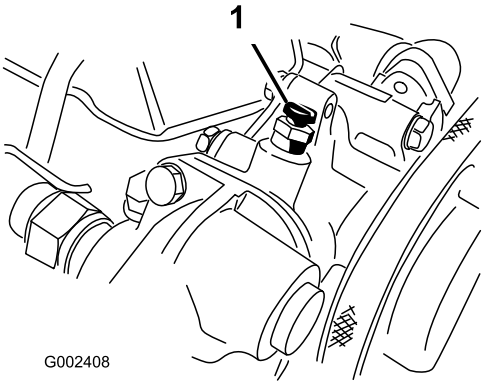

Figura 66
6. Desaperte o parafuso de purga na parte superior da bomba de água (Figura 66).